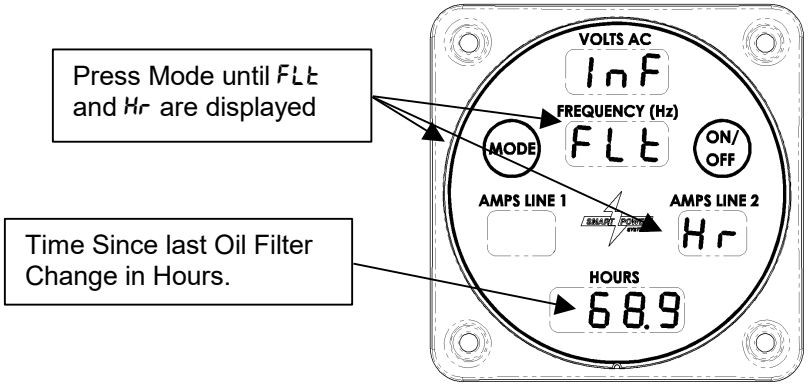

Figure 28 – Oil Filter Runtime Display
3. The system controller automatically records the time from the previous filter change. The hours since the previous filter change can be accessed using the Command & Control Center by pressing the Mode switch until the following screen appears (reference Figure 28):